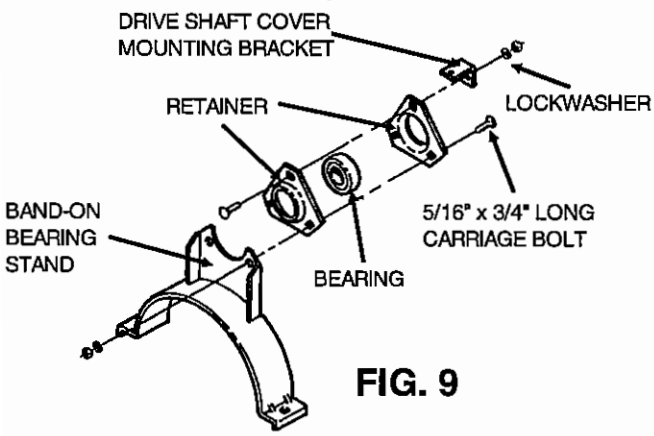

FIG. 9
Step 1. Bolt bearings to band on bearing stands. (On 47' models bolt bearings to the welded bearing stand on the lower tube section.) Attach each bearing using two retainers and one drive shaft cover mounting bracket. (See Fig. 9)